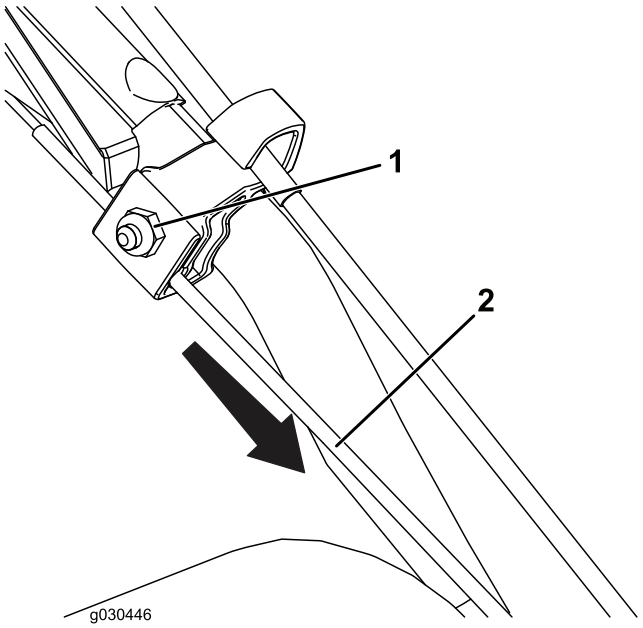

Figur 26
1. Lossa muttern på den övre kabelklämman, men ta inte bort den (Figur 26).
2. Dra ned kabeln så att den blir mer spänd (Figur 26).
3. Dra åt muttern (Figur 26).